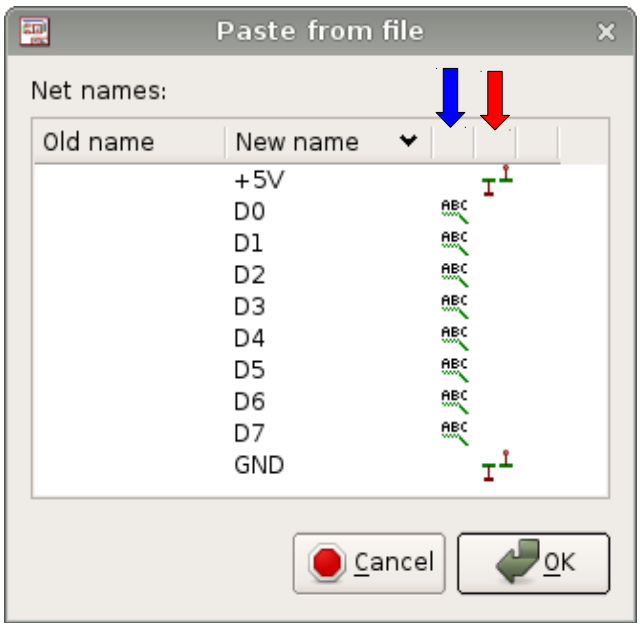

Figure 15: net names while import
2) Now a window pops up notifying you about possible net name indexing or static net names while import. The column “Old name” lists nets of the sub module **before** importing, the column “New name” lists nets of the sub module **after** importing. If an unknown net is introduced by the sub module, the respective field in the column “Old name” is empty. In our example in Figure 15 we are importing into a blank schematic. Hence the entire column “Old names” is empty.
There are two more columns to dwell on: The blue arrow in Figure 15 points to the column that shows whether a net name has been set static by a label. The column where the red arrow is pointing to indicates supply nets. Supply net names are static by default. However, the name may still be changed by left click on the name field in the “New name” column.